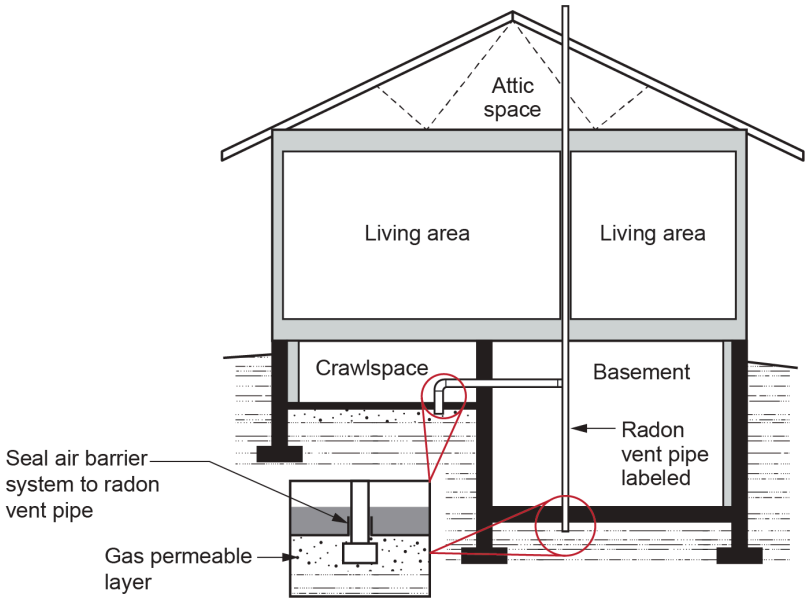

Figure 2 *Soil gas depressurization system. (Government of BC/ Skilled Trades BC, 2021) Used with permission.*
The most common and efficient soil depressurization systems require the following (see Figure 2):
- Space for the movement of soil gases between the ground and the air barrier system (see the gas permeable layer in Figure 2) into which a radon vent pipe is inserted.